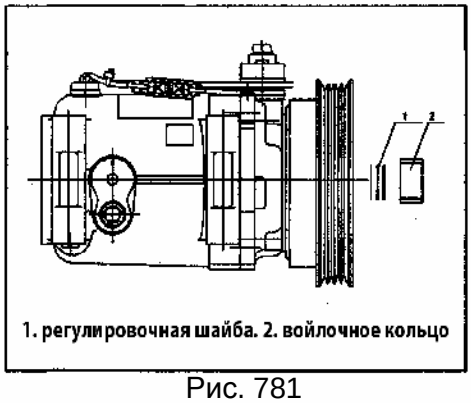

Рис. 781
4. После отсоединения пластины, снимите регулировочные шайбы и войлочное кольцо (Рис.781). Снимите топорное кольцо (Рис. 782).